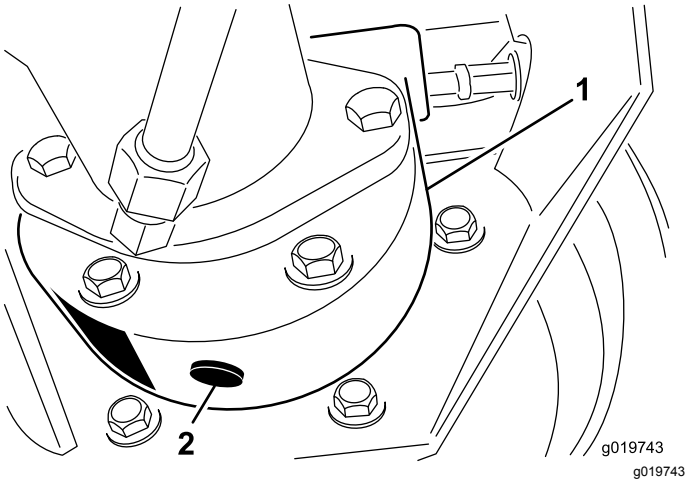

Figuur 73
3. Plaats een opvangbak onder de remkast, verwijder de aftapplug en laat de olie in de bak lopen (Figuur 73).